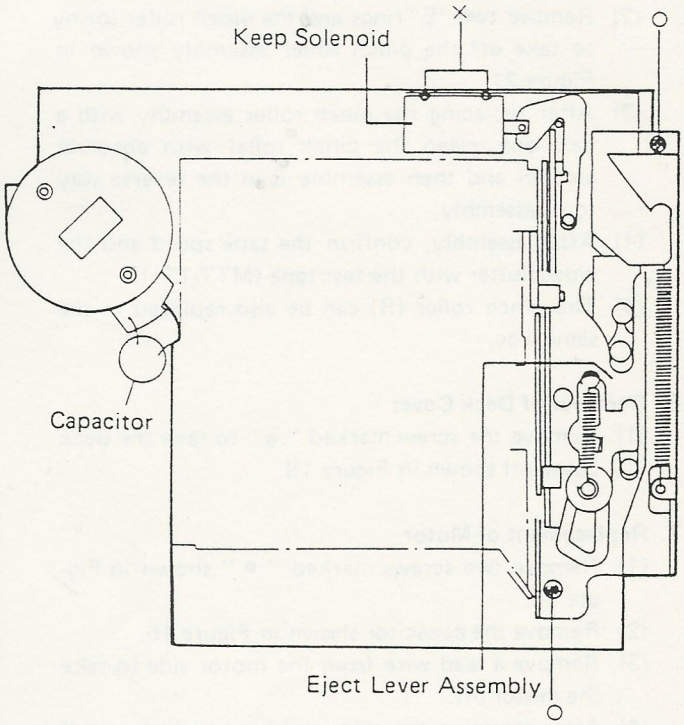

Figure 16
(1) Remove two screws marked " ○ " shown in Figure 16.
(2) The eject lever assembly can be removed.
(1) Remove two screws marked " X " to take off the keep solenoid assembly shown in Figure 16. (But the plunger can not be removed.)
(2) Remove the capacitor shown in Figure 16.
(3) Remove a lead wire from the motor side to take the motor off.
(4) After replacing the motor with a new one, install it in the reverse way to disassembly.
(5) After installing, adjust the tape speed with the test tape (MTT-111). (Refer to "Tape Speed Adjustment".)